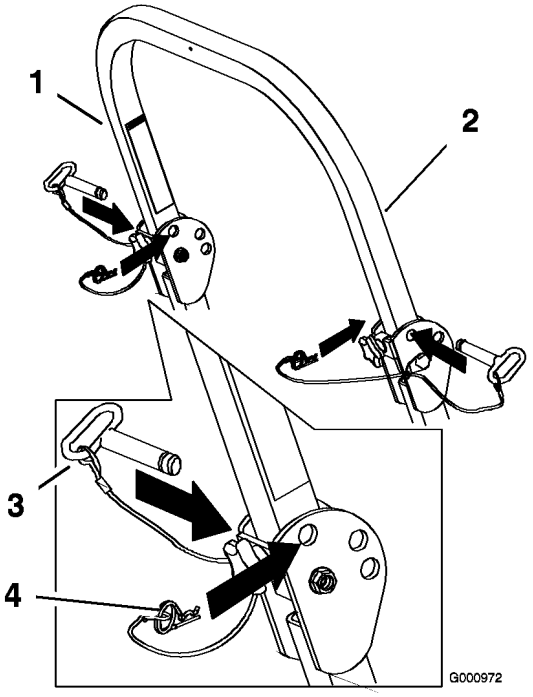

Figur 7
2. Fjern hårnålssplintpinnene og fjern de to pinnene (Figur 7).
4. Monter de to pinnene og fest dem med hårnålssplintpinnene (Figur 7).
5. Fjern hårnålssplintpinnene og fjern de to pinnene for å heve veltebøylen (Figur 7).
6. Hev veltebøylen til oppreist stilling og monter de to pinnene og fest dem med hårnålssplintpinnene (Figur 7).